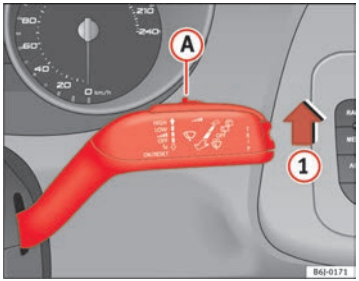

Fig. 61 Windscreen wiper lever
– Move the windscreen wiper lever into position (1) ⇒ fig. 61.
– Move the control (A) to the left or right to set the sensitivity of the rain sensor. Control to the right: highly sensitive. Control to the left: less sensitive.